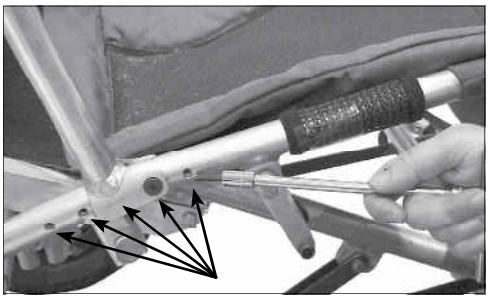

Figure 5.1
3. There are 5 hole positions on the seat rails where the seat back tubes can be attached to the seat rails to set seat depth (Fig. 5.1).